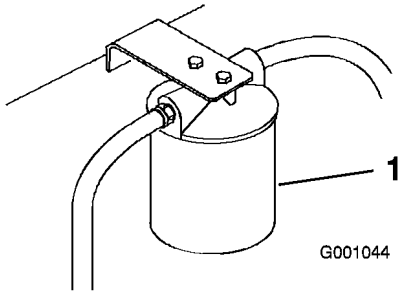

Figur 63
3. Sätt ett tömningstråg under filtret, ta bort det gamla filtret och torka ren filteradapterpackningens yta (Figur 63).